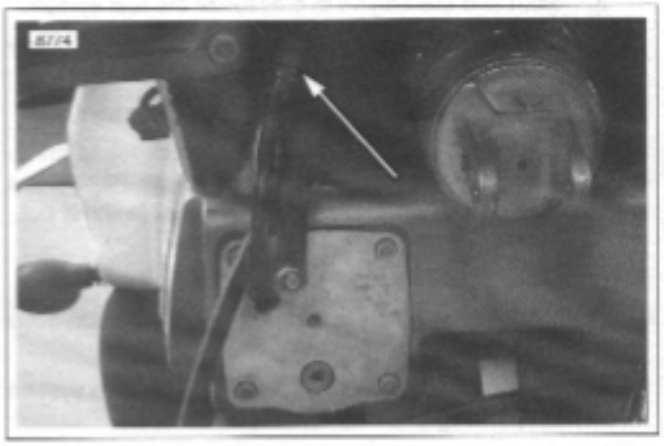

Figure 4-26. Fuel Pump connector [86] (swingarm removed for illustration)
a. See Figure 4-26. Disconnect the 4-place fuel pump connector [86]. The connector is located inside the left rear portion of the fuel tank/frame.
7. See Figure 4-26. Attach fuel pump connector [86] to main wiring harness.